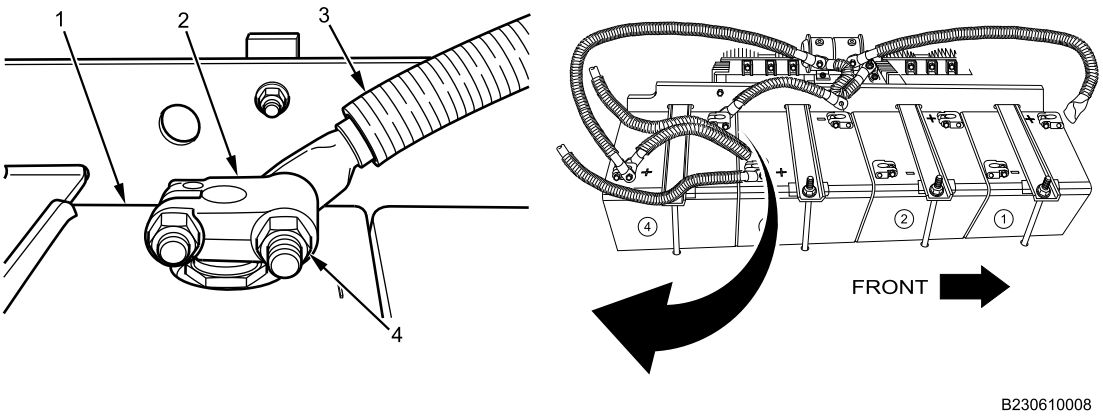

Figure 3. Battery 4 Negative Connections.
7. Remove nut (Figure 3, Item 4) from terminal bolt on negative stud adapter clamp (Figure 3, Item 2) of battery 4 (Figure 3, Item 1).
8. Remove terminal bolt and battery 3 ground-to-battery 4 ground jumper cable (Figure 3, Item 3) from battery 4 negative stud adapter clamp (Figure 3, Item 2).
9. Remove battery 3 ground-to-battery 4 ground jumper cable (Figure 3, Item 3) from vehicle.